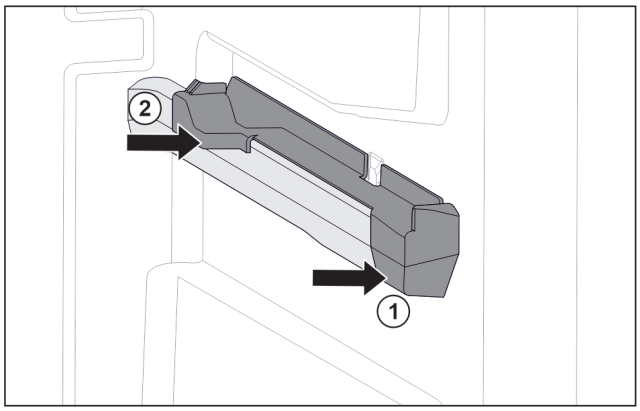

Fig. 125 Attachment on the right moulded rib
▶ Position attachment on moulded rib at the front. *Fig. 125 (1)*
▶ Press on attachment at the back. *Fig. 125 (2)*